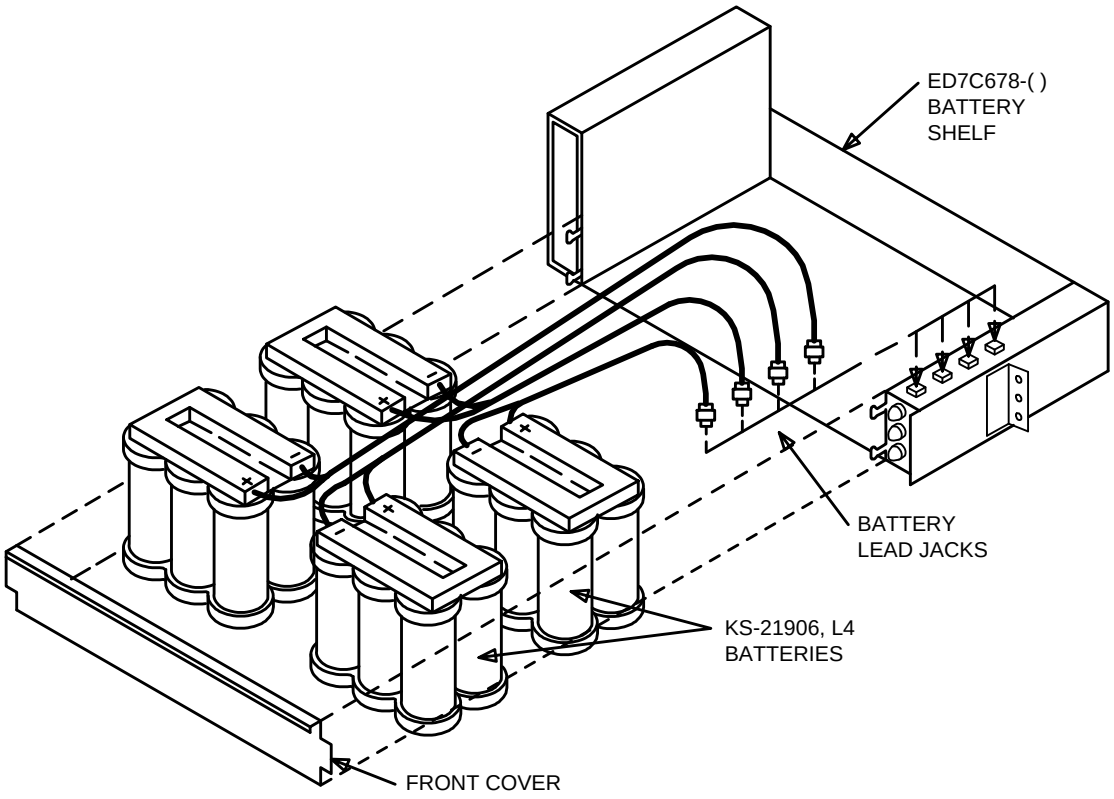

**Figure 3 – Battery Placement and Connections**
24. Place batteries on battery shelf and dress battery cables as each battery pack is placed on shelf (Figure 3).